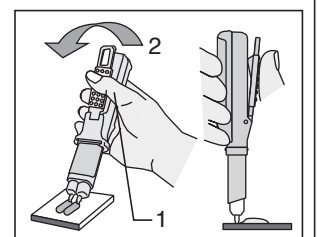

Fig. 7/Εικ.7/Kuva 7/
2) Doseringsguiden kan skjutas framåt eller bakåt för att få den mängd cement som önskas. (Fig. 7)